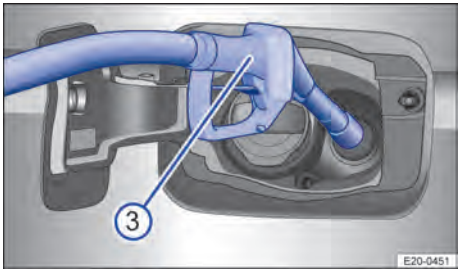

Fig. 182 Detrás de la tapa del depósito de combustible: repostar AdBlue con la pistola de un surtidor (representación esquemática).
1. Para garantizar un repostaje óptimo, sujete la pistola del surtidor con el asidero hacia abajo → Fig. 182 ③.